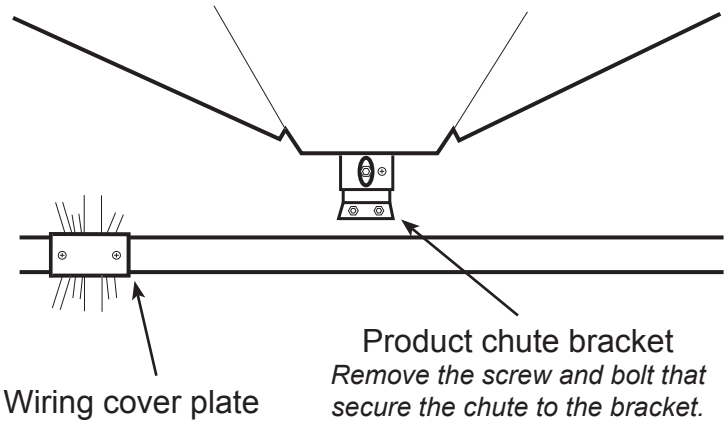

Figure 3.
4. Install the temperature sensor mounting bracket in the location shown in Figure 3. Secure the sensor with the two screws from the kit.